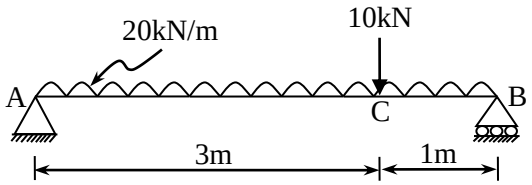

Fig. 2 Q-3(a), Q-4(b)
Q.3 (a) Calculate shear force and bending moment at salient points of the simply supported beam shown in fig. 2. Draw shear force diagram and bending moment diagram for the beam. **07**
(b) Calculate the slope at supports A & B and deflection at C for the simply supported beam as shown in fig. 2. Take EI = constant. **07**